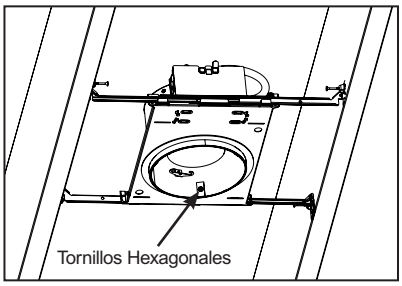
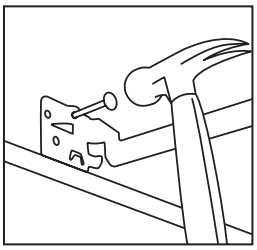

Figura 2
Figura 3
Paso 1. Extienda las barras colgantes para que quepan entre las vigas. El pie de la barra colgante está formado para alinearse fácilmente con la parte inferior de la viga (Figura 2). Coloque el accesorio martillando Real-Nails® en las vigas (Figura 3).
Paso 4. Al Instalar en tablayeso, corte un agujero de tamaño apropiado.* Después de instalar en tablayeso, si es necesario, ajuste el accesorio para el grosor del techo aflojando los tres tornillos hexagonales que sujetan la carcasa redonda al marco de yeso (Figura 2).